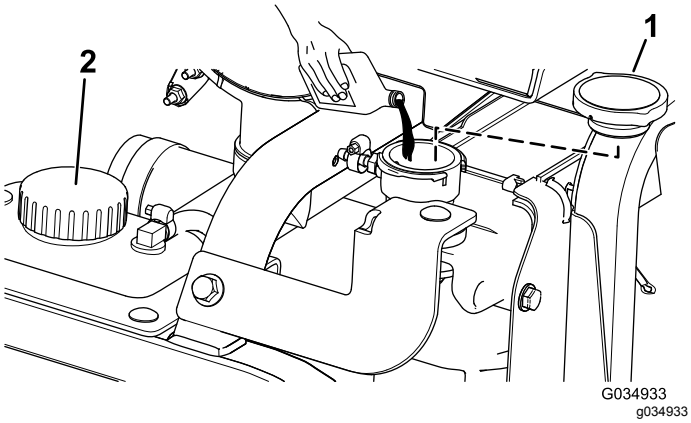

Figuur 125
5. Vul de radiateur met koelvloeistof tot het koelvloeistofpeil gelijk komt met het lipje van de vulopening (Figuur 125).